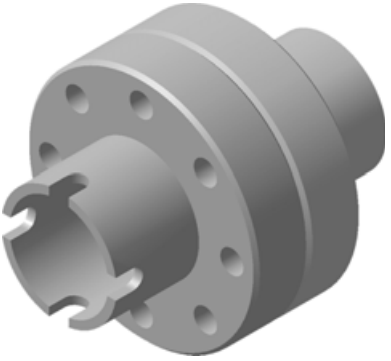

Рис. 8.146
- Добавьте в сборку деталь **Фланец Верхний** из папки Массив по образцу. Разместите ее в сборке, как показано на рис. 8.146, задав все необходимые сопряжения.